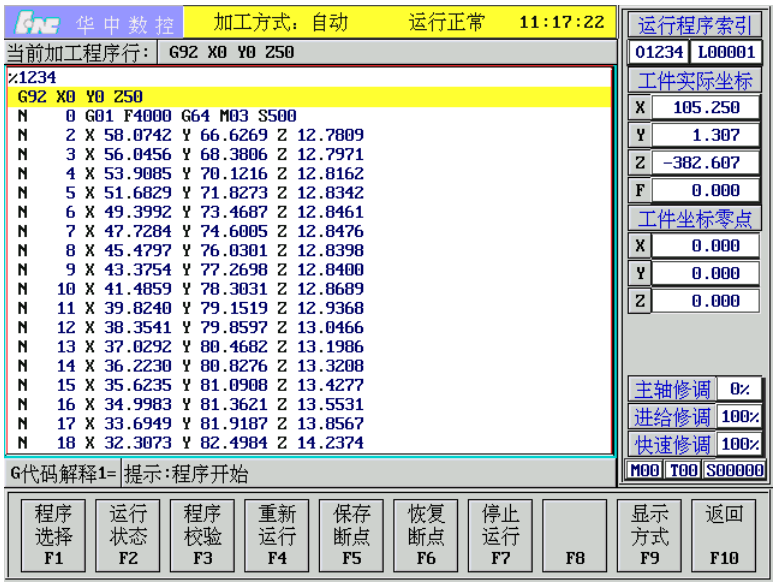

图 8.2.2　正文显示
(3) 用▲、▼选择“正文”选项；
(4) 按 Enter 键，显示窗口将显示当前加工程序的正文，如图 8.2.2 所示。